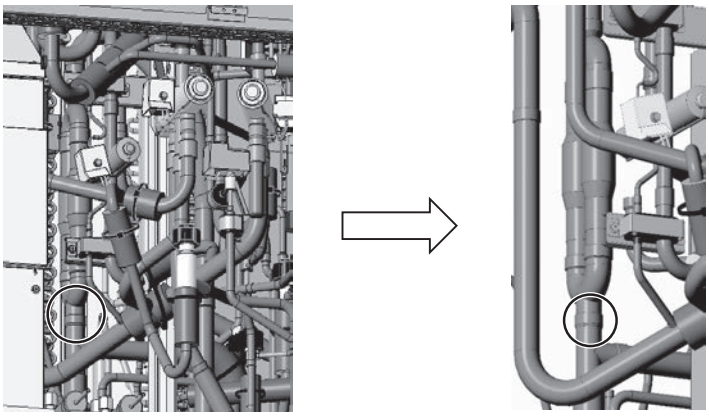

Figure 4
(3) Remove the braze from the area shown in the figure. (See Figure 4.)